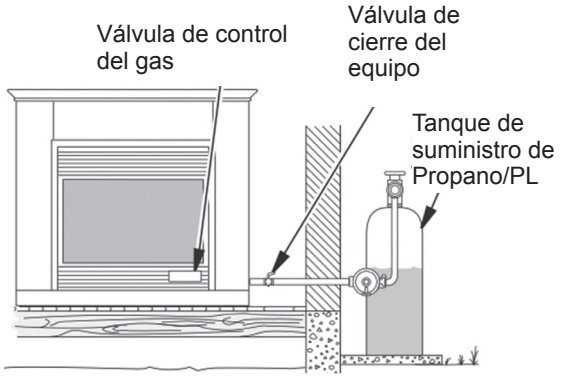

Fig. 13 - Revisión de las juntas de gas (Propano/PL solamente)
3. Revise todas las juntas del medidor de gas a la válvula de cierre del equipo (Ver Fig.13). Aplique una mezcla de jabón líquido y agua en las juntas de gas. Si se forman burbujas, puede haber una fuga.
4. Revise todas las juntas de la válvula de cierre del equipo a la válvula de control. (Ver Fig. 13). Aplique una mezcla de jabón líquido y agua en las juntas de gas. Si se forman burbujas, puede haber una fuga.